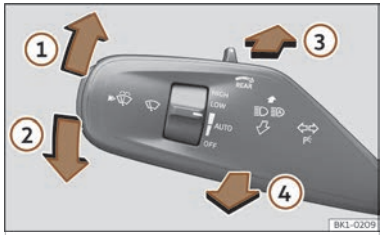

Fig. 92 Turn signal and main beam lever.
- From the neutral position, press the turn signal and main beam headlights lever forwards >>> Fig. 92 ③.
- **EITHER:** if main beam assist is on, pull the turn signal light and main beam headlights lever back >>> Fig. 92 ④.